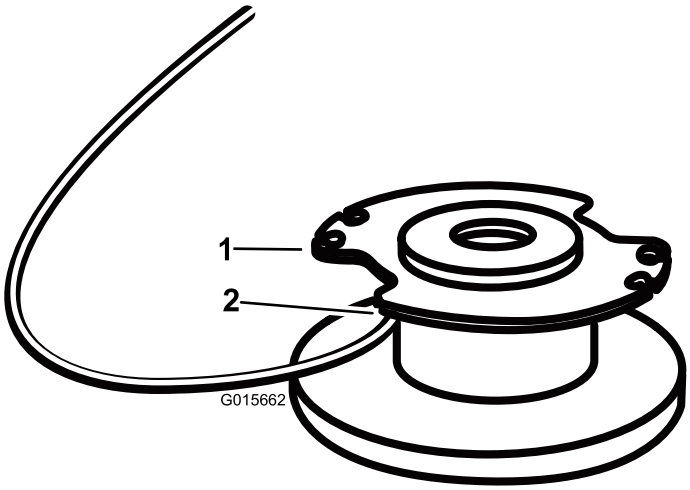

**Figura 13**
4. Inserte el hilo por el taladro de anclaje en la parte superior del carrete (Figura 13). Enrolle el hilo en el carrete en el sentido indicado por las flechas marcadas en el carrete.